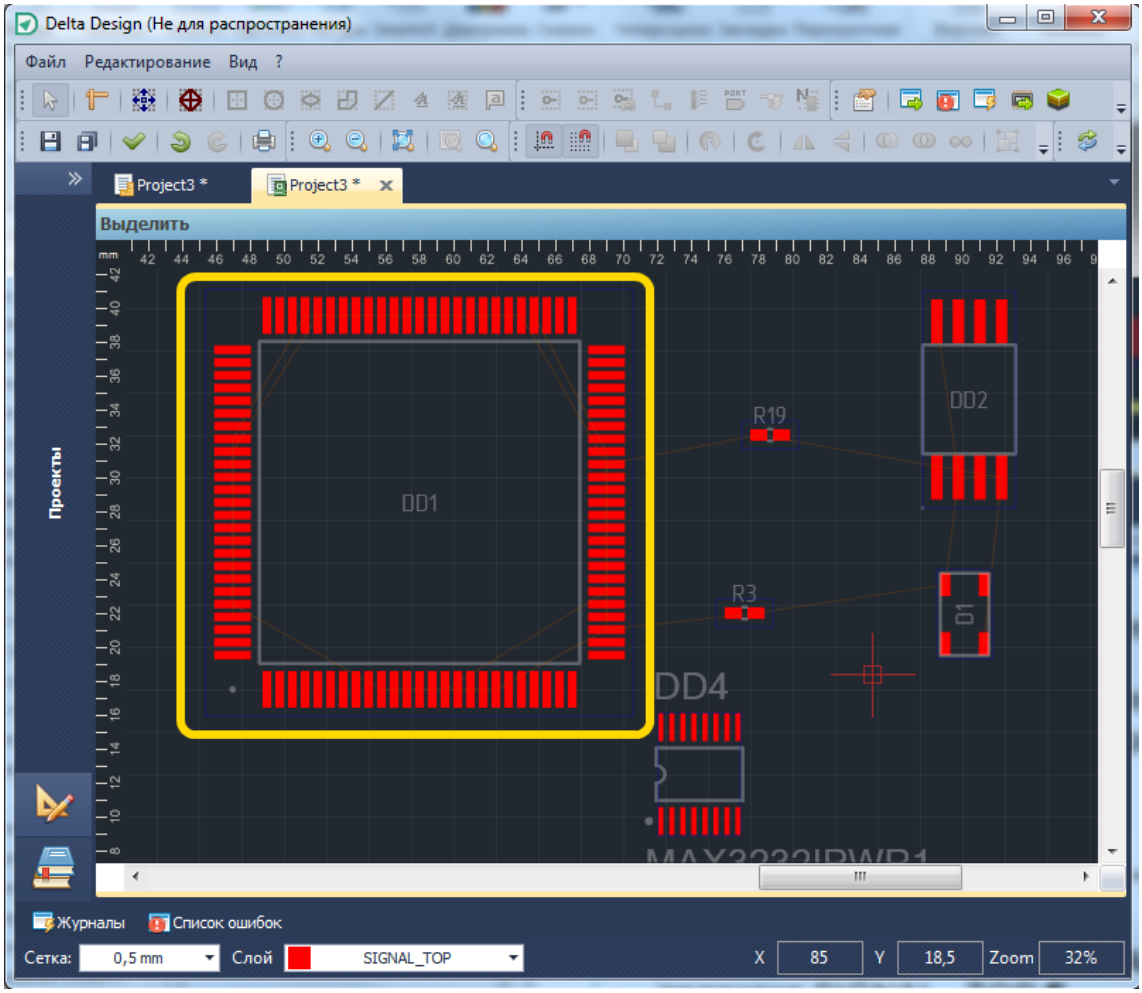

Рис. 704. Завершение размещения
4. Нажать левую кнопку мыши в подходящем для размещения месте, посадочное место радиодетали будет размещено на плате, см. Рис. 704.